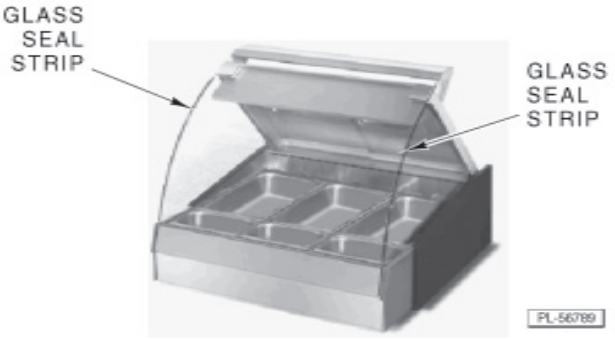

Fig. 4
- **Full-Service case:** Install the black glass seal strip on the LEFT side and RIGHT glass panels. Make sure the lip of the glass seal strips faces toward the inside of the case (Fig. 4).